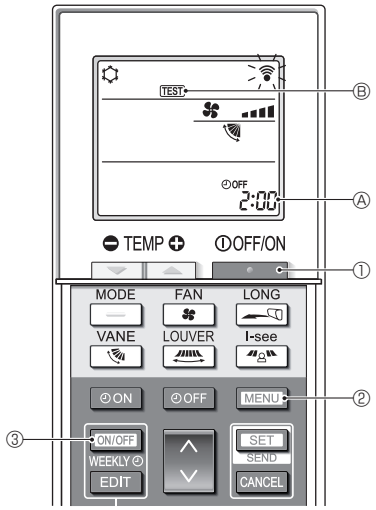

Fig. 7-5
7.2.2. Utilisation de la télécommande sans fil (Fig. 7-5)
■ **Essai de fonctionnement (Fig. 7-5)**
1. Appuyez sur le bouton [ ] ① pour arrêter le climatiseur.
- Si la minuterie hebdomadaire est activée (WEEKLY est affiché), appuyez sur le bouton [ON/OFF WEEKLY] ③ pour la désactiver (WEEKLY disparaît).
2. Appuyez sur le bouton [MENU] ② pendant 5 secondes.
3. Appuyez sur le bouton [MENU] ②.